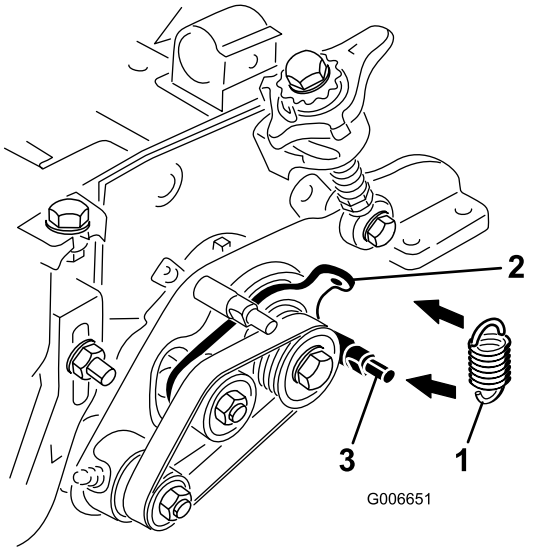

Bild 11
22. Haken Sie die Spannscheibenfeder in das Loch in der Nase der Spannscheibenplatte und um die Rille des unteren Bolzen an der Groomerplatte (Bild 11). Das offene Ende des Federhakens muss zur Antriebsspannscheibe positioniert sein.